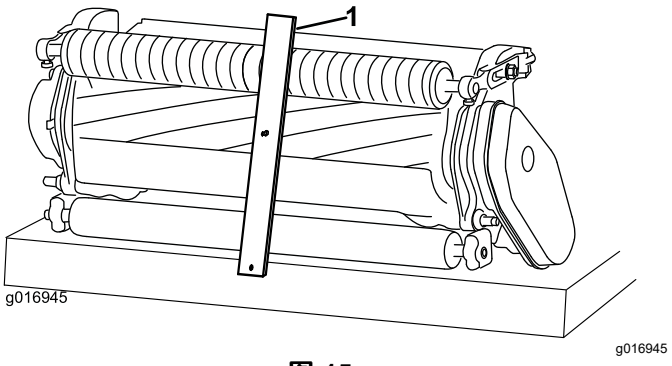

图 15
2. 将剪草高度调刀尺的螺丝头钩在底刀刀刃的右侧并将调刀尺的后端放到后滚筒上图 15。